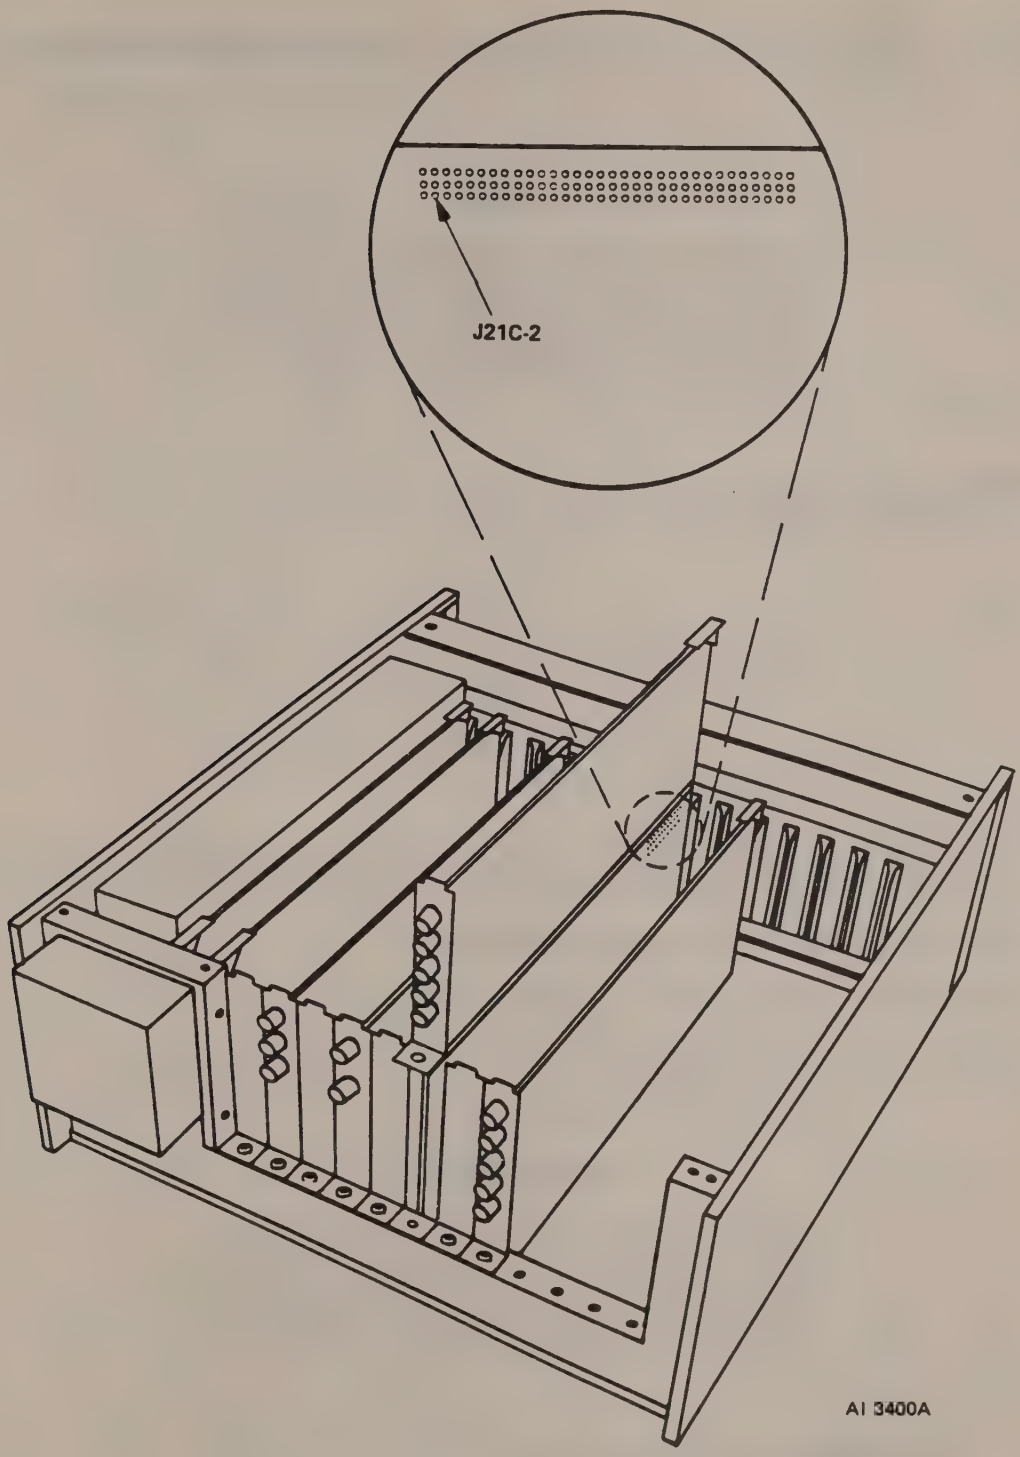

Figure 3.45. DS3 2x2 Card Demux Voltages
3. Check for supply voltages of +5 volts dc at connector J21, row C, pin 2, see Figure 3.45.